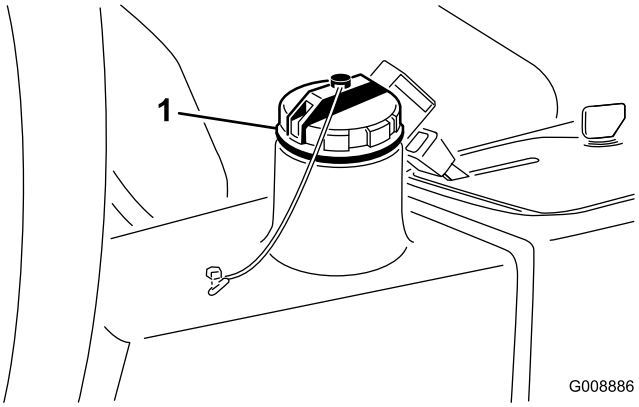

Figuur 74
4. Vul het reservoir (Figuur 74) met ongeveer 13,2 liter hydraulische vloeistof; zie Hydraulische vloeistof controleren.